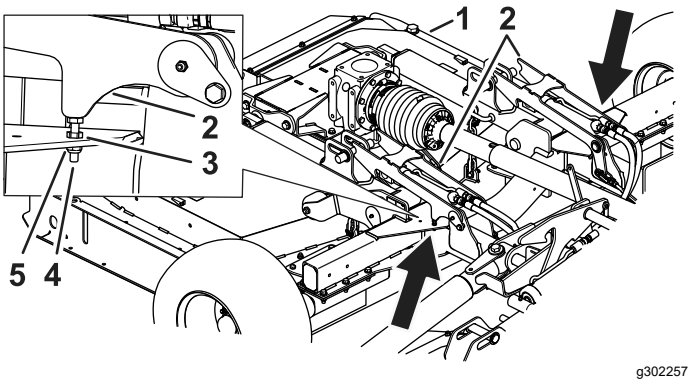

Figuur 85
1. Draai de contramoer los (Figuur 85).
2. Stel de bout in de hoogte af om de locatie aan te passen waarin de borgpennen van het maaidek worden vergrendeld (Figuur 85).
3. Nadat u de bout hebt afgesteld, draait u de contramoer en de moer vast (Figuur 85).